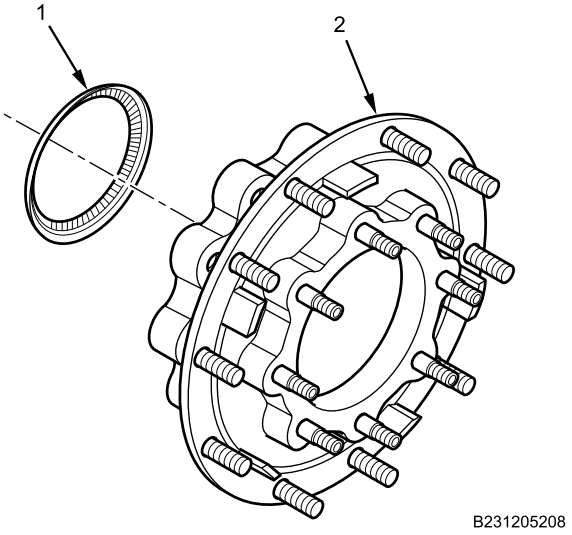

Figure 4. ABS Ring.
1. Install ABS ring (Figure 4, Item 1) on rear hub assembly (Figure 4, Item 2).